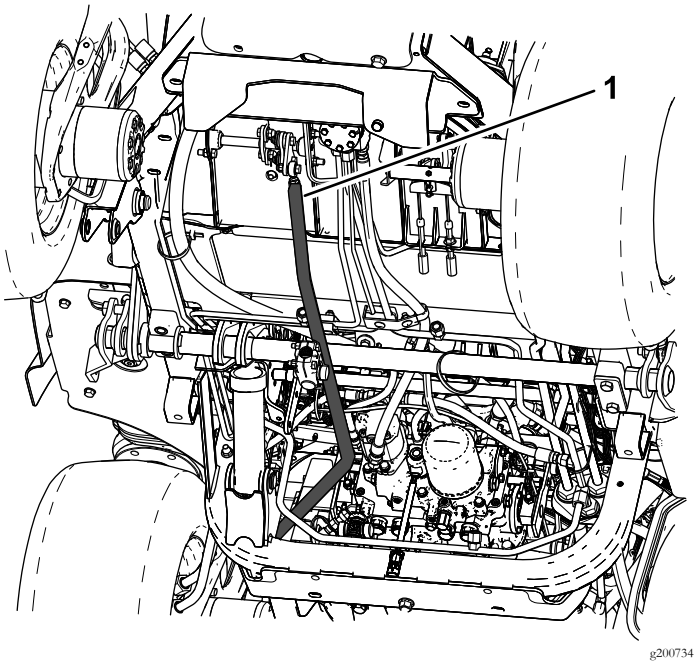
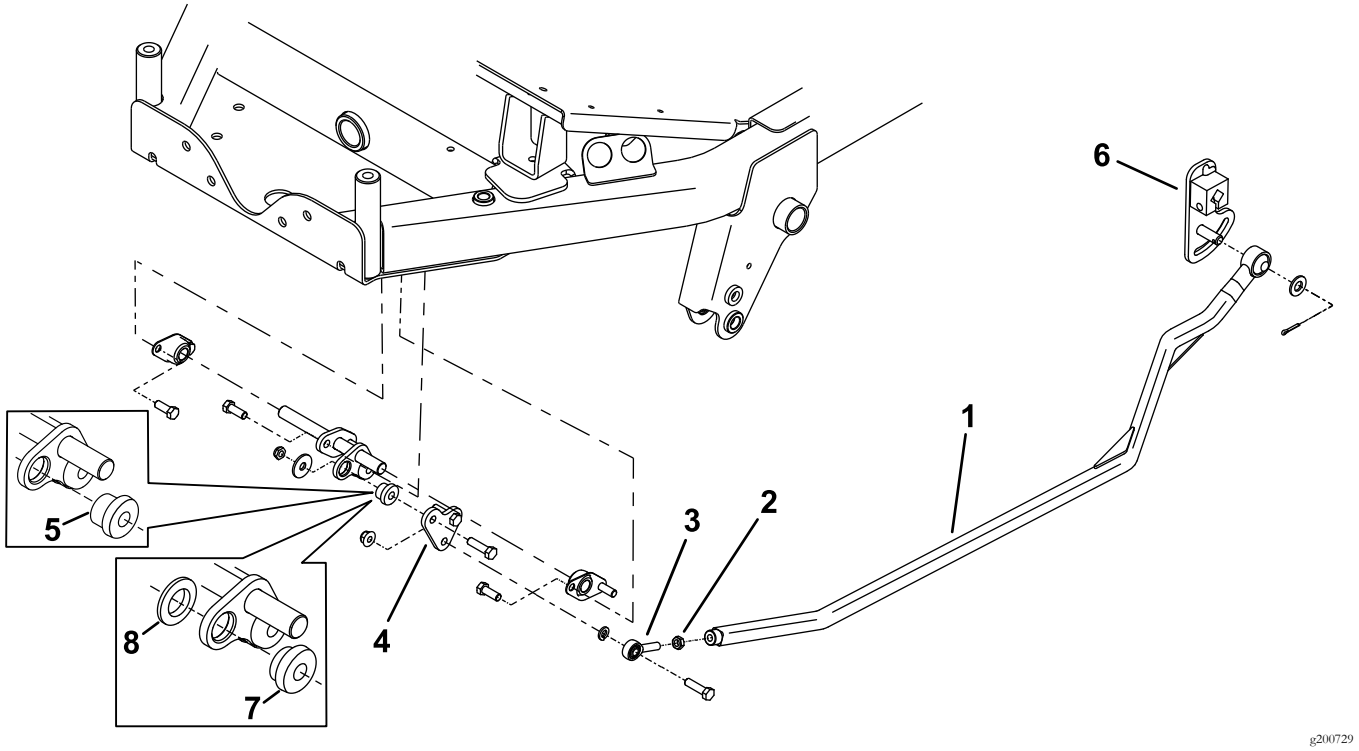

**Bild 5**
**Bild 6**
2. Nehmen Sie die vorhandene Fahrantriebsstange vom Fahrantriebshebel-Arm und dem vorderen Gestänge ab (Bild 5).
3. Setzen Sie das Stangenendenlager und die Klemmmutter auf die Fahrantriebsstange (Bild 6).
4. Befestigen Sie die Gestängeplatte und entweder die Befestigungen aus Kunststoff oder Gummi (Bild 6).
**Hinweis:** Verwenden Sie entweder die Befestigungen aus Kunststoff oder Gummi von diesem Kit, je nach dem, mit welcher Sie das beste Fahrgefühl beim Einsatz der Maschine erhalten. Sie sollten die Befestigungen aus Gummi für eine Maschine mit Kabine verwenden, da Sie hiermit das Geräuschniveau in der Kabine senken (Bild 6).
5. Befestigen Sie die neue Fahrantriebsstange am Fahrantriebshebel-Arm und am vorderen Gestänge (Bild 5 und Bild 6).